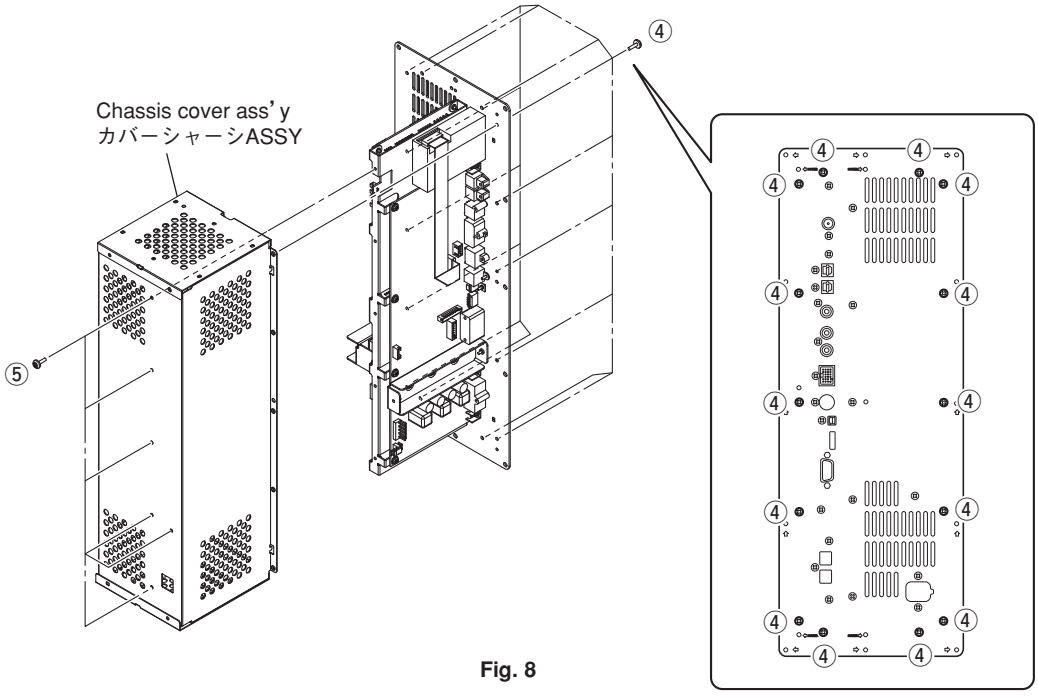

Fig. 8
a. Remove 14 screws (④) and 6 screws (⑤). (Fig. 8)
b. Remove the chassis cover ass'y. (Fig. 8)
a. ④ のネジ 14 本、⑤ のネジ 6 本を外します。 (Fig. 8)
b. カバーシャーシ ASSY を取り外します。 (Fig. 8)